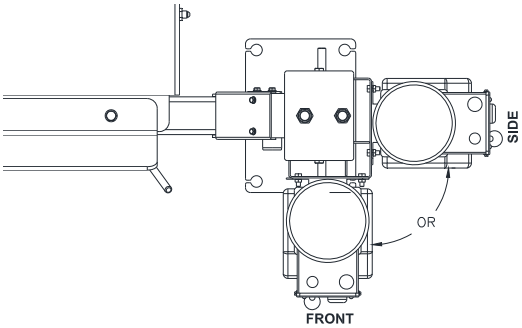

Fig 15 – Power Unit
31) Install the Power Unit to the column using the supplied M8x20mm bolts and M8 nuts. The power unit can be installed on either the front or side of the power column to suit install location, shown in **Fig 15**.